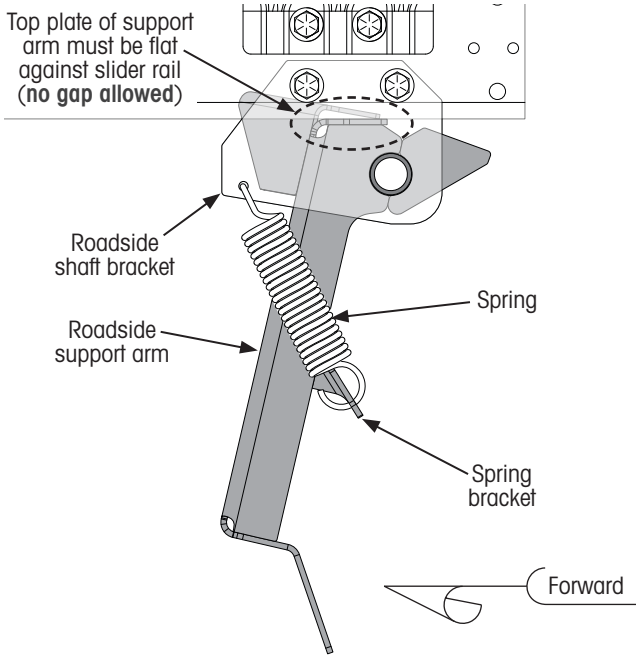

Figure 12: Verifying support arm assembly position
NOTE: At this time, spring tension should be holding the roadside support arm top front edge against the slider rail (Figure 12).
A. **Pull** roadside support arm rearward and **lift** shaft up so the top of the support arm is flat against the slider rail (Figure 12).
9. **Verify** the top surface of the support arms are flat against the underside bottom surface of the slider rails and there is **no gap** (Figure 12) between the top of each support arm and the slider rail.
IMPORTANT: While engaged, the shaft of the support arm assembly must not assume any load from the trailer. To avoid this, verify there is **no gap** (Figure 12) between the top of each support arm and the slider rail bottom surface.